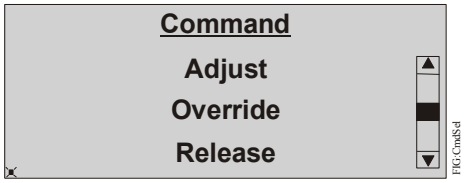
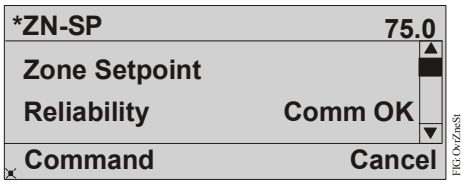

Figure 20: Command Page
Figure 27: Zone Setpoint Page
5. Press Enter to display the commands available for this point. Figure 20 shows an example for an analog point.
4. To display the Focus page for a particular point, select the point and press Enter. The Focus page for the point appears, which also allows you to command the point (for example, release the override). (See Figure 20 for the available commands.) Figure 27 is an example for a zone setpoint in override.